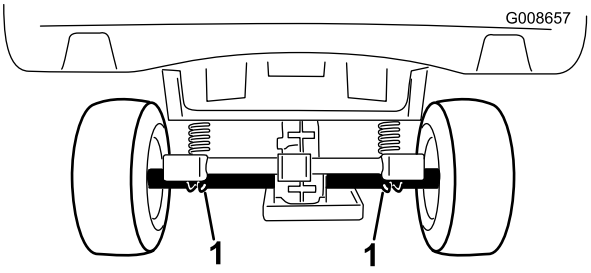

Figura 26
- Il punto di sollevamento dietro la macchina si trova sotto i tubi dell'assale (Figura 26).